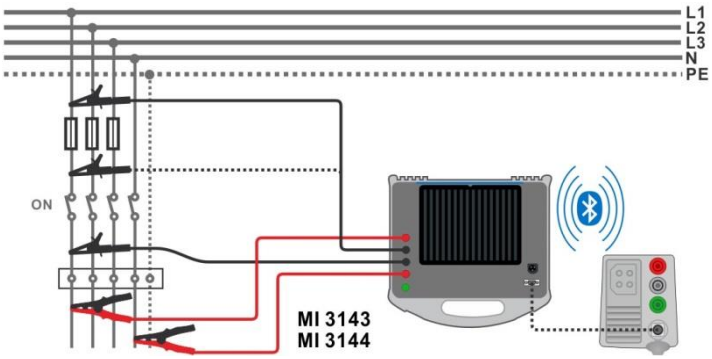

Figure 7.65: High Current resistance measurement
- Connect test leads to the object under test. See ***Figure 7.65***.